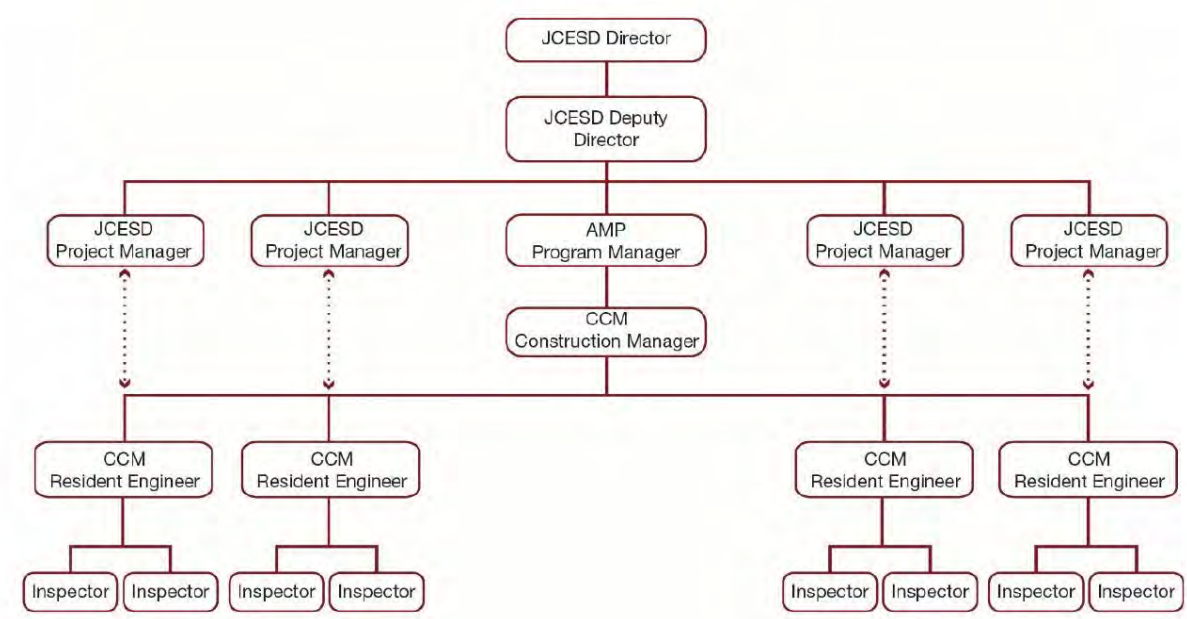

**Figure 4.AMP Inspection Program Management and Staffing**
**Figure 4** on the following page shows the relationship between JCESD and AMP Staff.